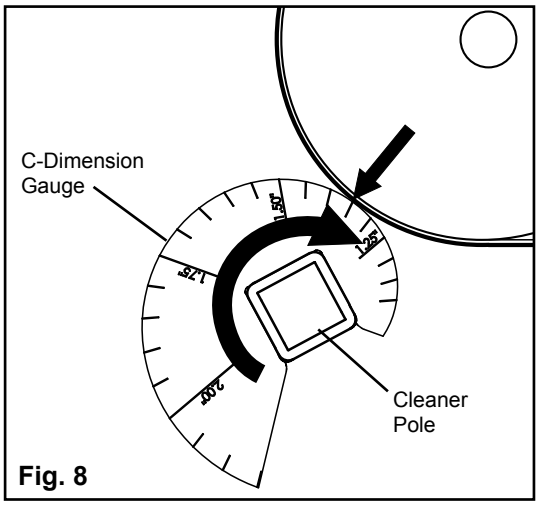

Fig. 8
14. Use included C-Dimension verification gauge to check for proper pole location (Fig. 8; Chart C).